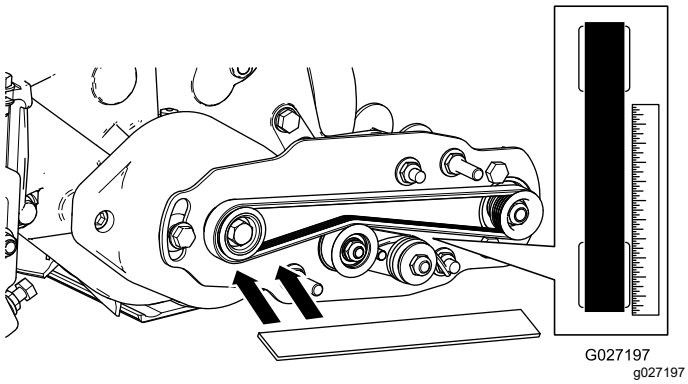

**Рисунок 18**
- Установите проверочную линейку на наружную поверхность **ведущего** шкива (Рисунок 18). **Не** устанавливайте проверочную линейку одновременно на ведущий и ведомый шкивы.